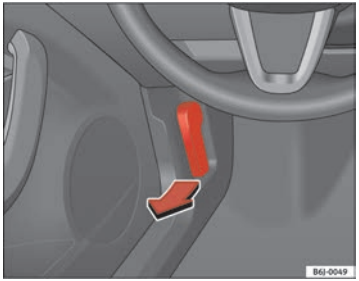

Fig. 110 Bonnet opening lever
– To release the bonnet, pull the lever under the dash panel ⇒ fig. 110 in the direction indicated (arrow). The bonnet will be released by a spring action ⇒ ⚠.